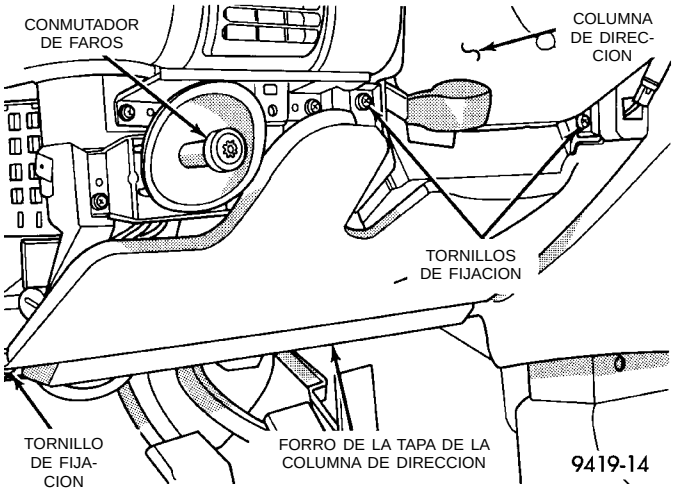

Fig. 7 Forro de la tapa de la columna de dirección
(4) Retire los 3 tornillos (Fig. 7) que fijan el forro de la tapa de la columna de dirección al tablero de instrumentos. Retire el forro de la parte inferior del tablero de instrumentos.